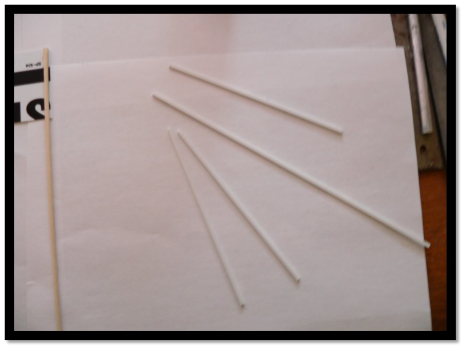
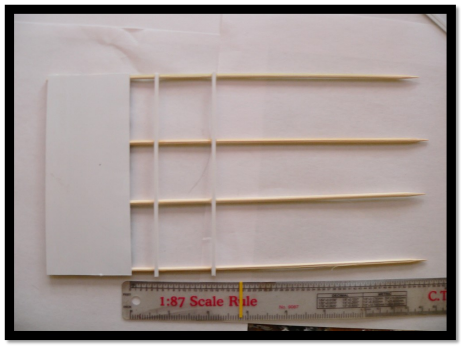

Figure 4. Styrene strip "braces".
Figure 5. Braces are glued across front side of poles.
Step 3: Measure and cut four pieces of Evergreen strips to a scale length of 49'. (See Figure 4.) These strips will serve as horizontal braces for the long poles; two strips will be attached across the front side of the poles and two will be attached across the back. Measure a scale distance of 5' below the bottom of the base surface, and superglue one of the strips across the front of the poles. Then, measure a scale distance of 10' below the first strip and superglue a second strip across the poles. (See Figure 5.)